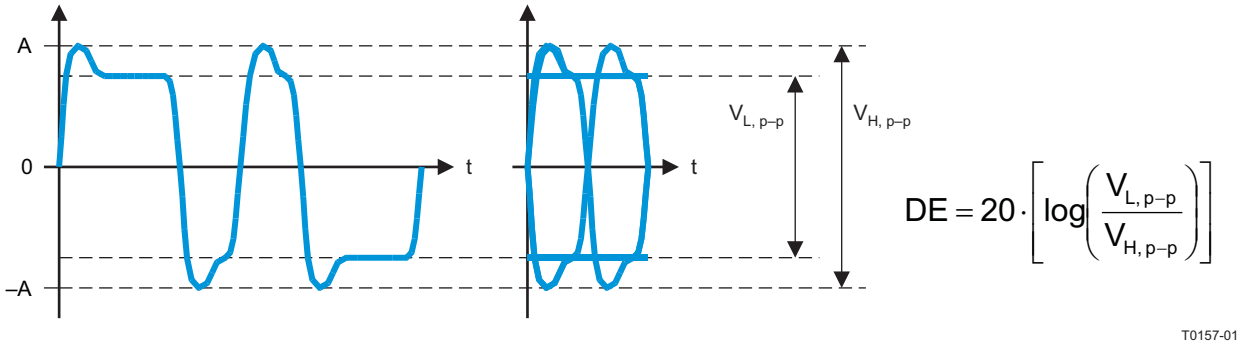

Figure 3. Output De-emphasis
(2) See Table 1 and Figure 3 for output de-emphasis settings
(3) Differential Return Loss given by SDD11, SDD22 = 19.3 + 26.66 $\log_{10}$(f/8.25), f in GHz